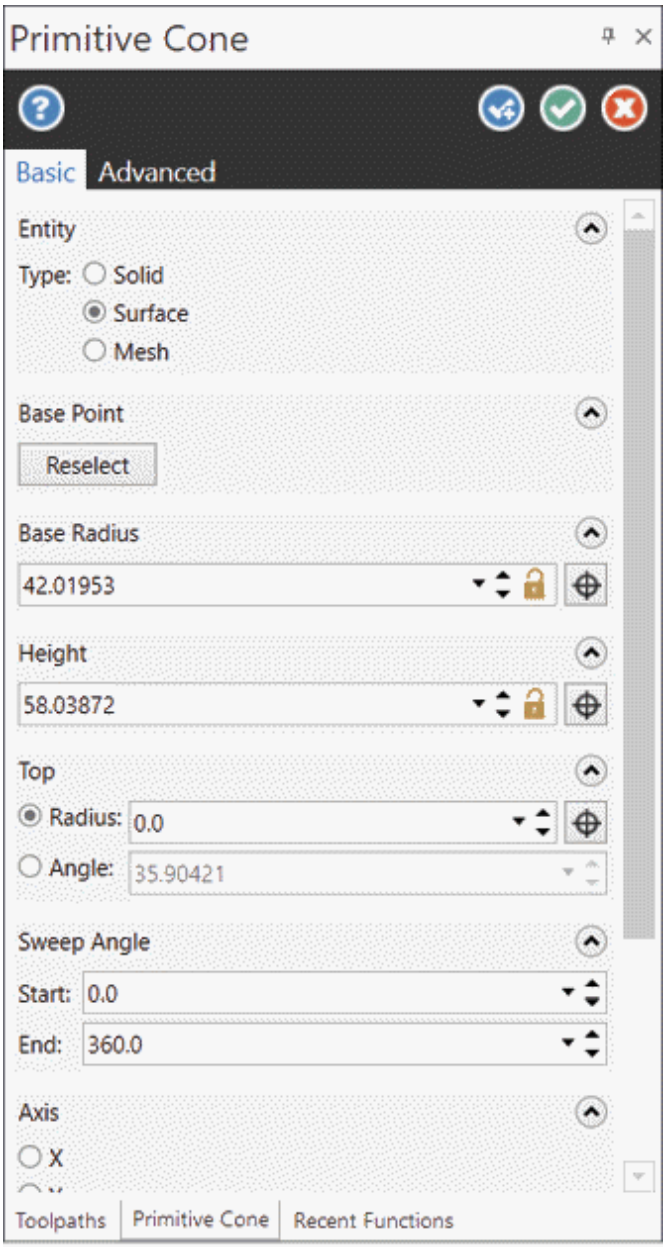

Figure-7. Primitive Cone Manager
- Click on the **Cone** tool from the **Simple** group in the **Surfaces** tab of the **Ribbon**. The **Primitive Cone Manager** will be displayed; refer to Figure-7 and you will be asked to specify the base point of surface cone.